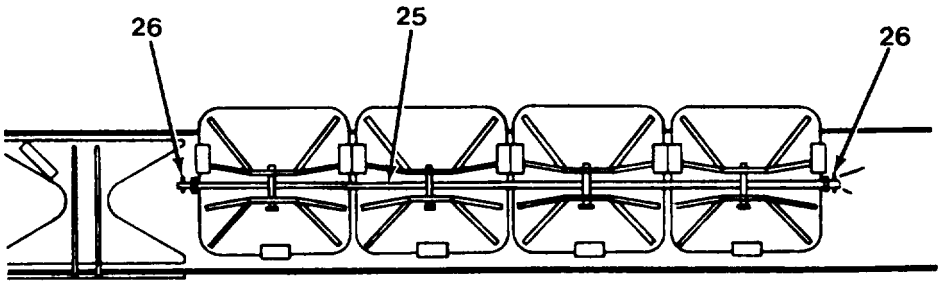

Figure 5-33 *Secure Pads on Boom*
d. Stow pads in hanger brackets on right side of boom toward tip. Secure with rod (25) and two cotter pins (26, Figure 5-33) located on boom.
a. Remove two cotter pins (26) and rod (25) that stow pads on right side of boom (Figure 5-33). Remove pads for installation and reinstall rod (25) and pins (26) on side of boom.